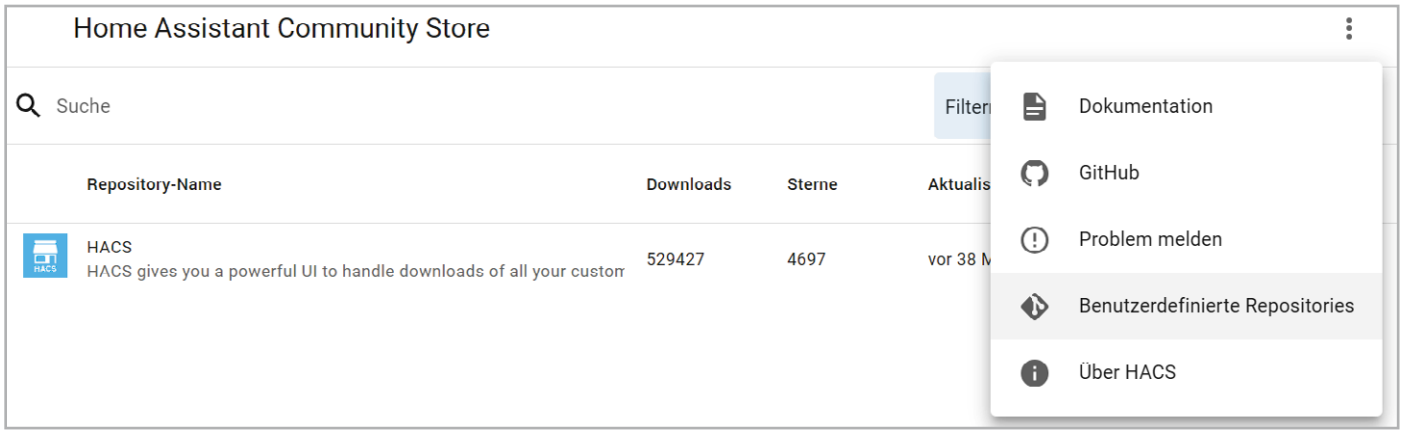

Bild 1: Hinzufügen eines benutzerdefinierten Repositorys im HACS
Die Homematic(IP) Local Integration ermöglicht den Zugriff auf die Daten von Homematic IP Geräten an einer CCU in Home Assistant. Da es sich nicht um eine offizielle Integration handelt, erfolgt die Installation über den HACS. Dazu wird in der HACS UI im Menü (oben rechts) der Punkt „Benutzerdefinierte Repositories" ausgewählt (Bild 1). Im Feld „Repository" wird die URL des GitHub-Repositorys der Integration und als Kategorie „Integration" ausgewählt (Bild 2).